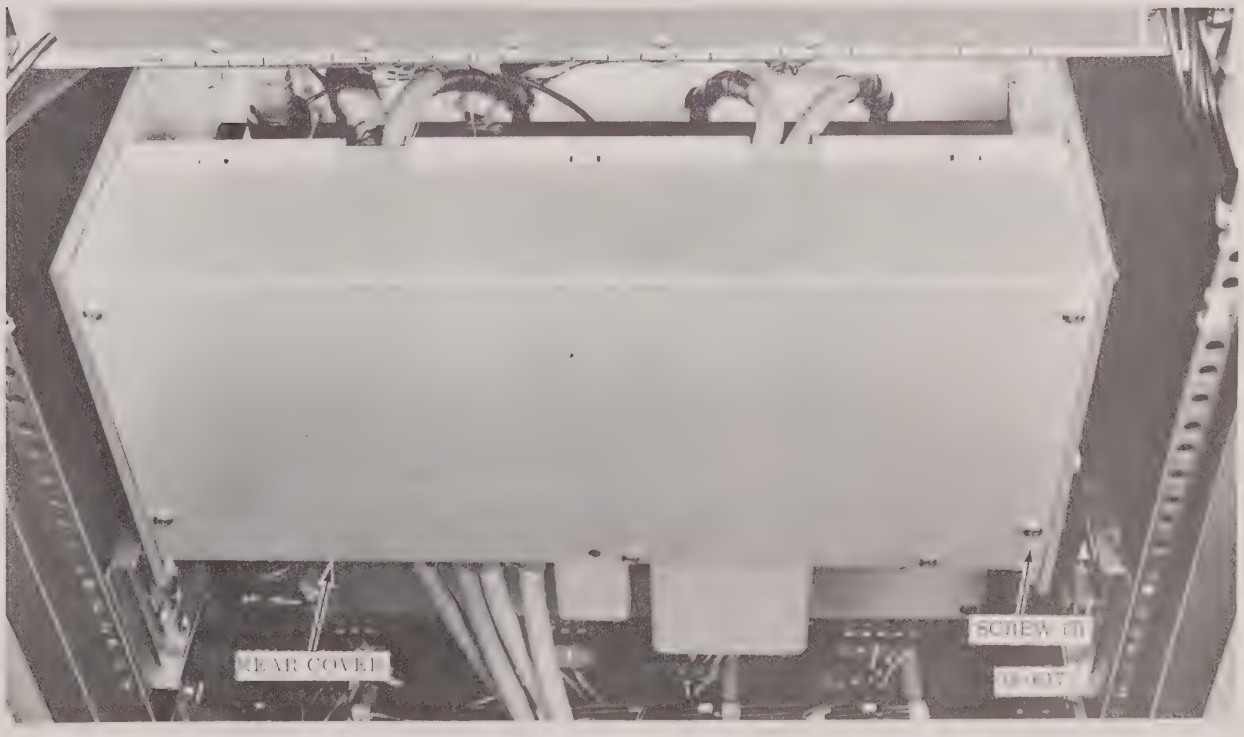

FIGURE 2-4 INSTALLATION OF VERTICAL OSCILLOGRAPH
11. Position cover on rear of oscillograph and install seven screws and lockwashers (Fig. 2-4).